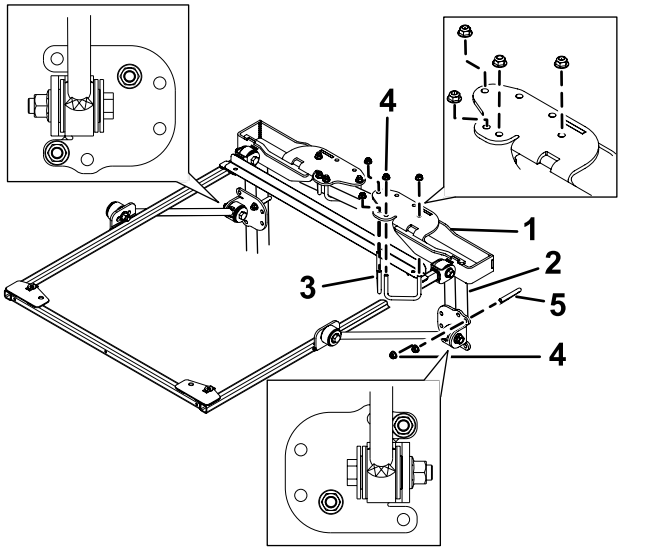

Figuur 32
4. Plaats de montagebeugels bovenop de rolbeugel van de tractie-eenheid (Figuur 32). Zorg ervoor dat de rolbeugel gecentreerd is in de montagebeugels van de rolbeugel.
5. Gebruik de bevestigingsgaten in Figuur 32 om de montagebeugels bovenaan de rolbeugel te monteren met 2 U-bouten (2¾") en 4 flensmoeren.
6. Gebruik de bevestigingsgaten in Figuur 32 om de steunbeugels losjes op de rolbeugelstangen te monteren met een U-bout (4") en 2 flensmoeren.